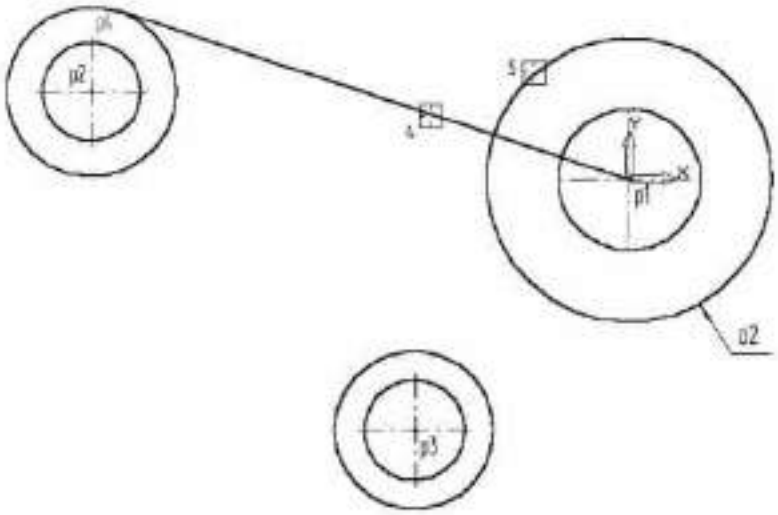

Рис. 121
16. Включите кнопку ***Скругление*** на странице Геометрия. В поле ***Радиус скругления*** в Строке параметров введите значение **35** мм. После этого укажите мишенью на отрезок p4-p1 (мишень 4) и на окружность o1 (мишень 5). Результат выполнения операции показан на (Рис. 121).